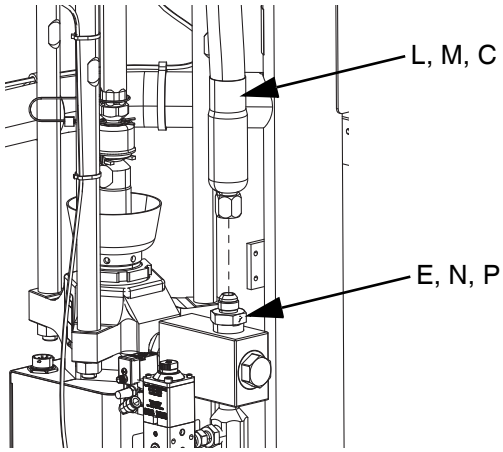

FIG. 18
4. Si utiliza un sistema de suministro con elevador iQ simple, conecte la manguera de suministro 1 (C) al de conexión del sistema y a la manguera de suministro 1 accesorio(E) como se muestra en la FIG. 1 y en la FIG. 18.
a. Conecte la manguera en tándem 1 (L) a la unidad de suministro con elevador 1 al accesorio de conexión de la manguera en tándem 1 (N) como se muestra en la FIG. 2 y en la FIG. 18.
b. Conecte la manguera en tándem 2 (M) a la unidad de suministro con elevador 2 al accesorio de la manguera en tándem 2 (P) como se muestra en la FIG. 2 y en la FIG. 18.